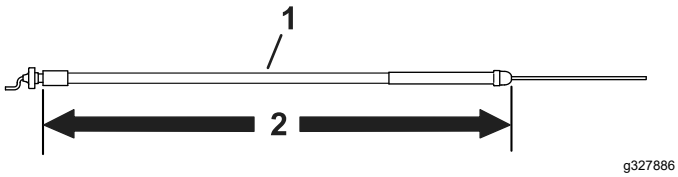

Figure 6
- Utilisez le câble d'accélérateur de 172,2 cm de long pour le groupe de déplacement modèle 04056 ; voir Figure 6.